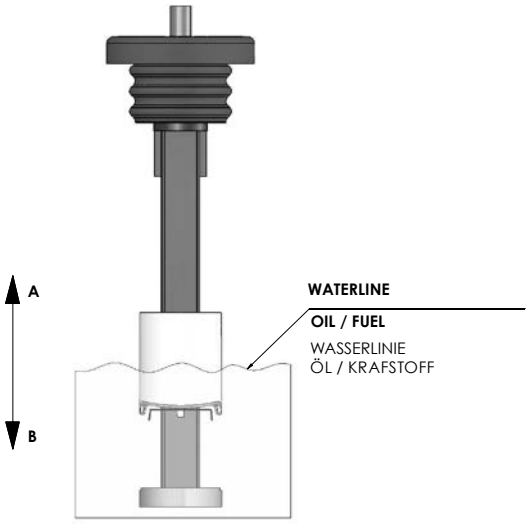

**Abb. 8**
The electromechanical sensors use the contact at the bottom of the float to shortcircuit the fixed contact on the lower end of the stem (Fig. 8), and this switches on the light.
*Die elektromechanischen Füllstandsensoren nutzen den unterhalb des Schwimmers montierten beweglichen Kontakt, um die festen Kontakte am unteren Ende des Schafts (Abb.8) kurzzuschließen und somit das Einschalten einer Signallampe zu ermöglichen.*